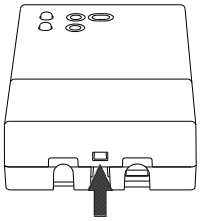

Fig. 2
2. Spingere, con l'aiuto di un cacciavite, la linguetta plastica situata nella feritoia in basso fino a sollevare leggermente il coperchio cavi (Fig. 2).